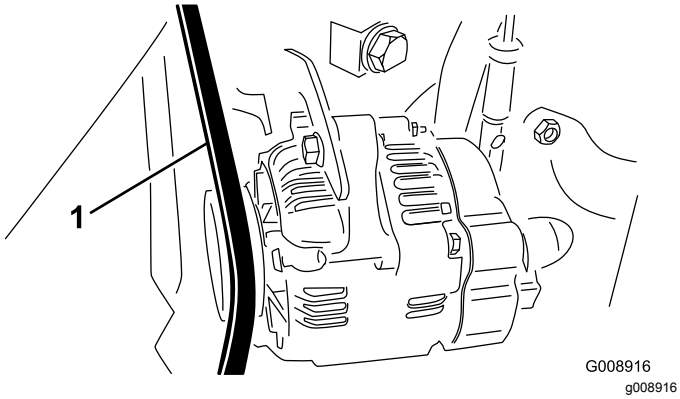

Figur 70
2. Kontroller tilspændingen ved at trykke ned på generator-/ventilatorremmen midtvejs mellem remskiverne på generatoren og krumtapakslen med en belastning på 30 N·m (Figur 70).